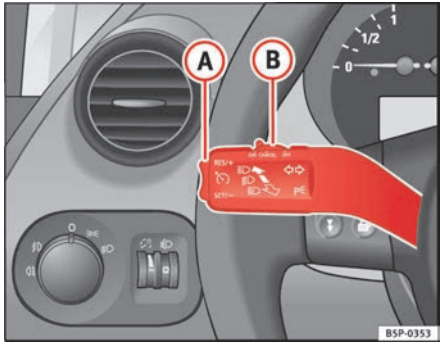

Fig. 150 Turn signal and main beam headlight lever switch and rocker switch for the cruise control
- when the lever (B) is moved to the position “CANCEL” without reaching the “OFF” position. Once the “CANCEL” operation is completed, the lever is released and returns to its initial position.
To resume the cruise control, release the brake or clutch pedal or reduce the vehicle speed to less than 180 km/h and press once on the upper part of the rocker switch **RES/+** ⇒ fig. 150 (A).